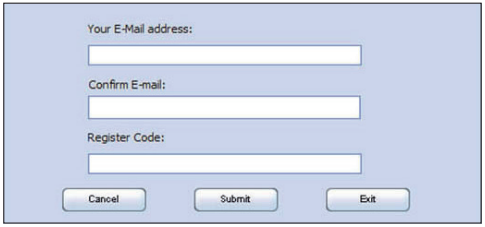

Figura 2
3. In Figura 1, tipo nel n. di serie del prodotto si trova sul retro dello strumento, e premi Aggiornamento per passare alla pagina di registrazione. Inserisci le seguenti informazioni e premi Submit (Fare riferimento alla figura 2).